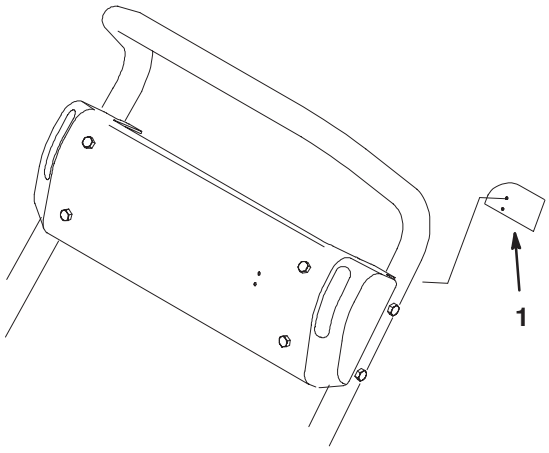

Figure 4
- On Greensmaster 1000 and 1600 mowers, position the template into the upper left corner on the back of the console so the radius corner is to the upper right and the left edge is aligned with the right side of the parking brake bracket (Fig. 4).